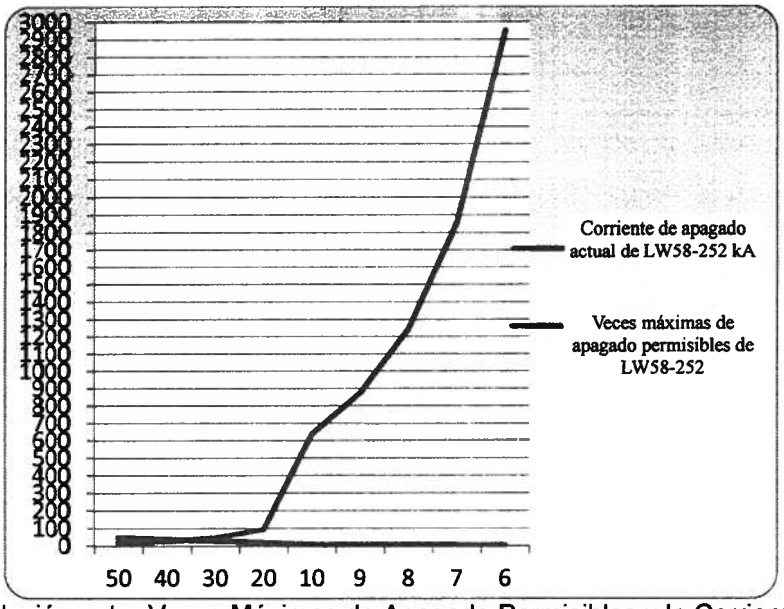

Figura 40 Relación entre Veces Máximas de Apagado Permisibles y la Corriente de Apagado
b) Ha alcanzado el valor total de corriente de apagado acumulativo mostrado en Figura 40.